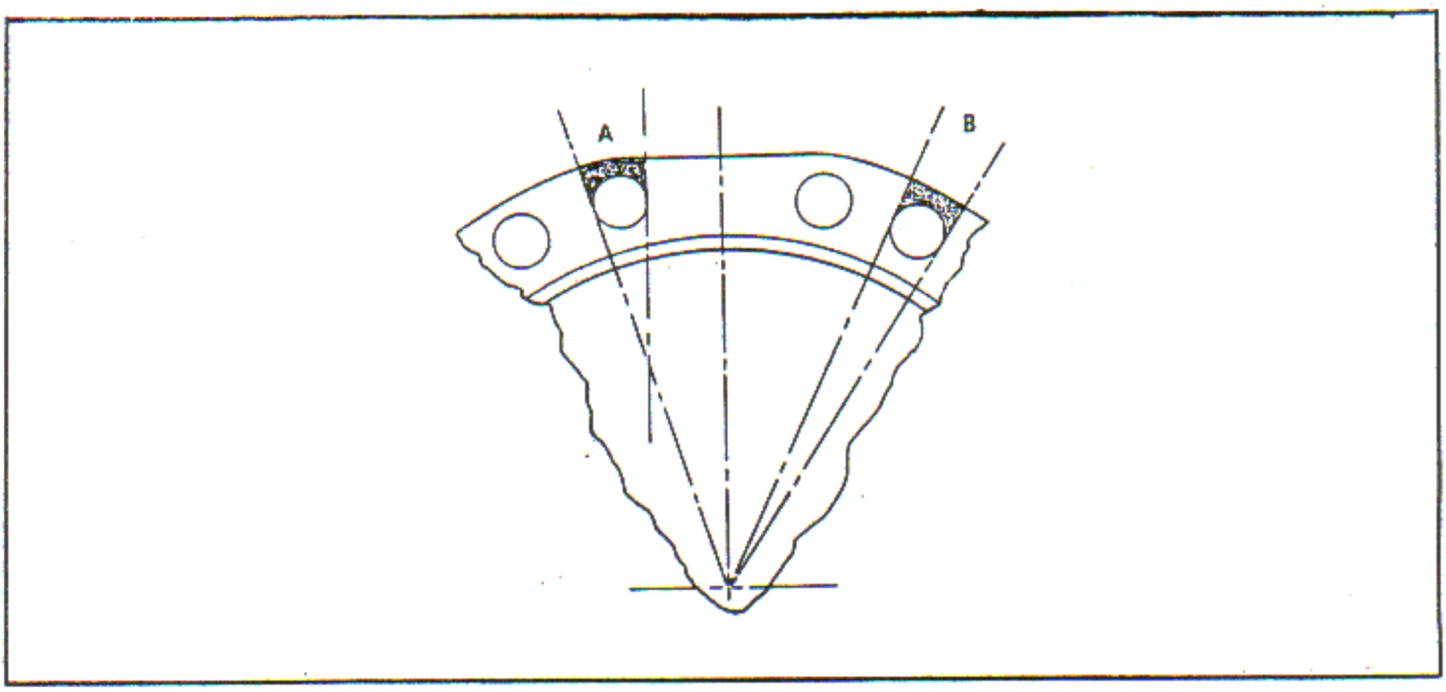

Figure 6-120. Crack Inspection Area
b. Eliminate cracks anywhere within the shaded areas A or B of figure 6-120, by cutting one narrow round bottom groove within the following limits.